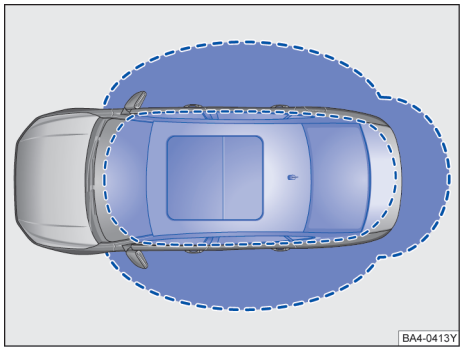
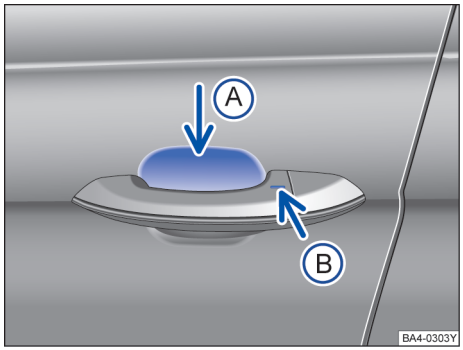

图 50 无钥匙进入闭锁/启动系统：工作范围
图 51 无钥匙系统 Kessy：车门拉手上的传感区
Kessy 是一种无钥匙系统，它可以实现在不操作遥控钥匙的情况下解锁或锁止汽车。操作者只需随身携带一把有效遥控钥匙，并处于车门或行李厢盖的有效感应区域内→ 图 50，同时触摸车门拉手上的传感区之一→ 图 51 或按压行李厢盖上的按钮即可实现。
如果有一把有效遥控钥匙在有效感应区域→ 图 50 内，则无钥匙系统 Kessy 会将访问权限授予该钥匙。紧接着可以在不主动操作遥控钥匙的情况下执行以下功能：
– 抓住车门拉手→图 51（箭头 Ⓐ）。
– 触摸车门拉手上的传感区 →图 51（箭头 Ⓑ）一次。汽车锁止。
如果在行李厢盖的有效感应区域→图 50 有一把有效的遥控钥匙。
– 要**便捷关闭**所有电动车窗和天窗，请用手指按住车门拉手上的传感区→图 51Ⓑ几秒钟。
如果有水柱或水流从车门把手传感器→图 51Ⓐ（箭头）处暂时移开，然后又移回（例如洗车时），则所有车窗均有可能打开→第 57 页，便捷功能。